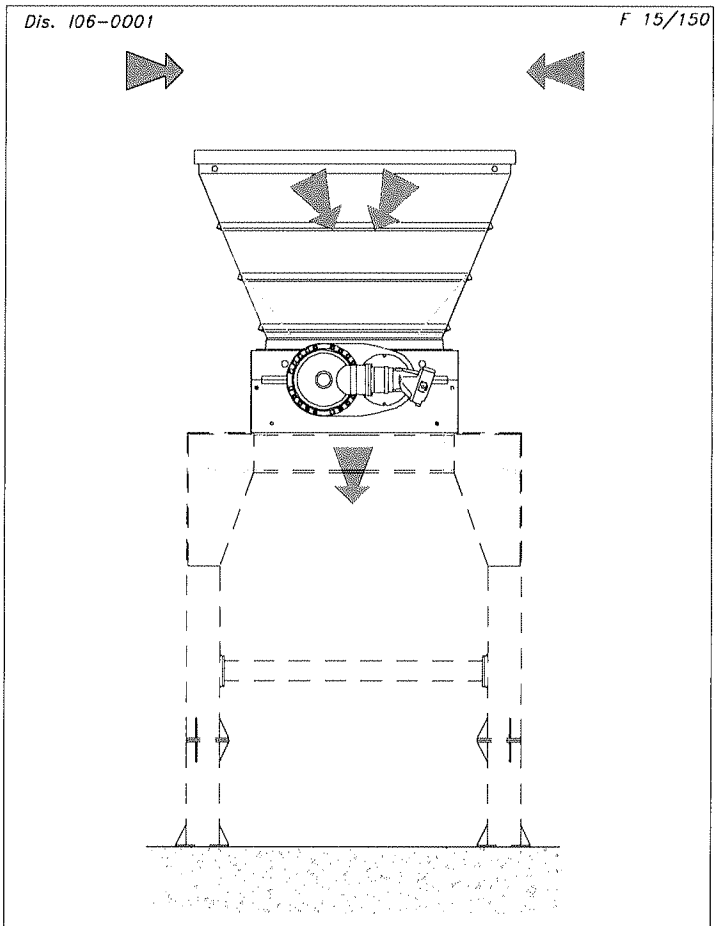

Fig. 1 – Principio di funzionamento
2.1.1 Principio di funzionamento - Fig. 1